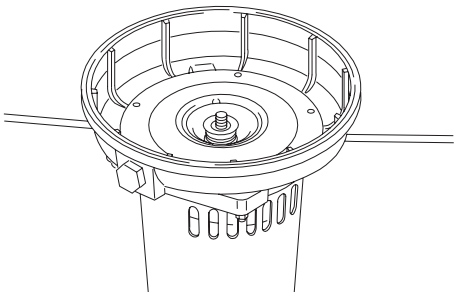

Figure 22 – Dépose de la plaque d'étanchéité
3. Dévisser les quatre écrous de fixation de la moitié arrière de la pompe sur le moteur. Déposer la moitié rotative du joint en posant deux tournevis sous la moitié arrière du corps de la pompe et en forçant **prudemment** (se reporter à la Figure 22). La moitié arrière du corps de la pompe sortira de l'arbre en amenant le joint avec elle.